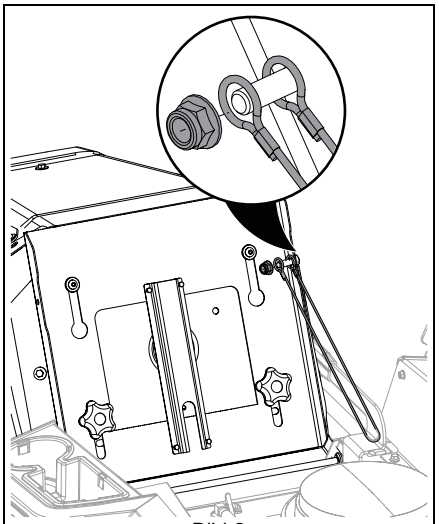

Bild 2
1. Skruva bort muttern och ena änden av säteskabeln. Skruva tillbaka muttern och fäst andra kabeländen på sätesplattan. Se Bild 2.